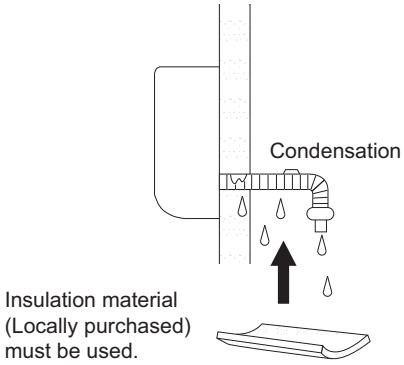

Fig. 2-274
c) If the drain hose will run in the room, insulate the hose with insulation* so that chilled condensation will not damage furniture or floors. (Fig. 2-274)